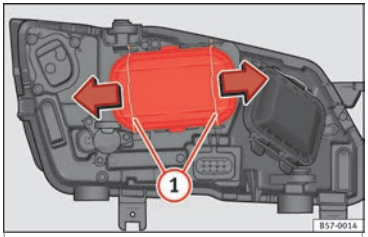

Fig. 104 In the engine compartment: remove the lid.
2. Move the loops ››› **Fig. 104** (1) in the direction of the arrow and remove the cover.